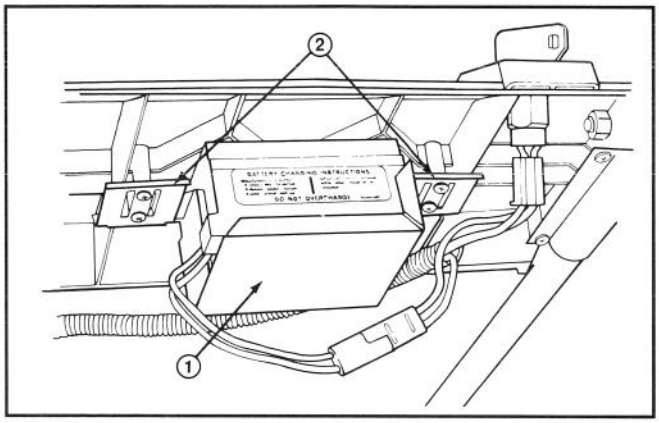

Afbeelding 6
1. Raadpleeg hiervoor "Accu opladen" op pagina 11. Schuif de accu, met plaatje naar boven, tussen de gleuven aan de achterkant van het bedieningspaneel (Afb. 6).